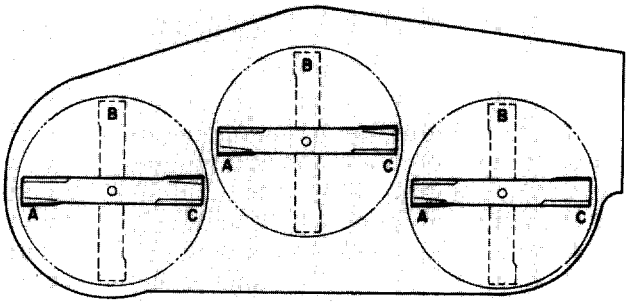
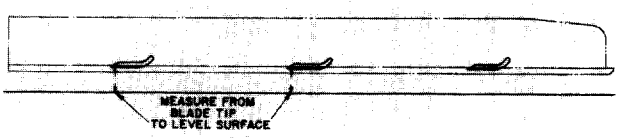
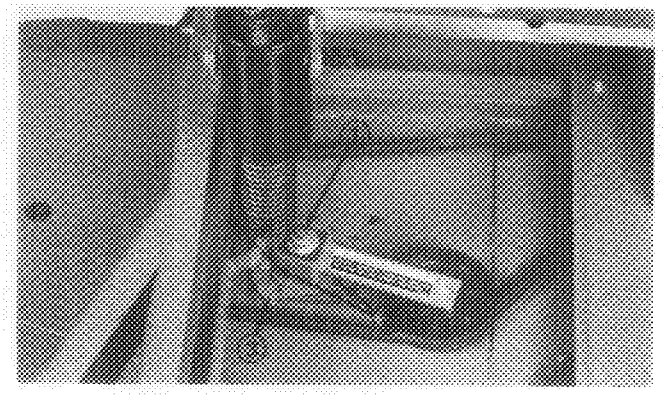

Figure 31
Figure 32
Figure 37
5. Position all three blades in the "A" position (Fig. 31) and measure from level surface to the bottom of the tip end of each blade (Fig. 32).
6. Note measurement attained at "A", rotate blades to "B" position (Fig. 31), measure distance of all blades to level surface and note dimensions (Fig. 32).
7. Rotate blades to "C" position, measure and note distance measured (Fig. 31, 32).
3. Loosen two nuts securing idler plate in place (Fig. 32). Using a socket and torque wrench, tighten the idler adjusting nut (Fig. 37) until proper torque value is achieved.
4. Hold the torque against the belt and tighten the two nuts so idler plate is held securely in place (Fig. 37). Release the idler adjusting nut, install cover, and secure latches.
3. Loosen two nuts securing idler plate in place (Fig. 37) and remove old belt from pulleys.